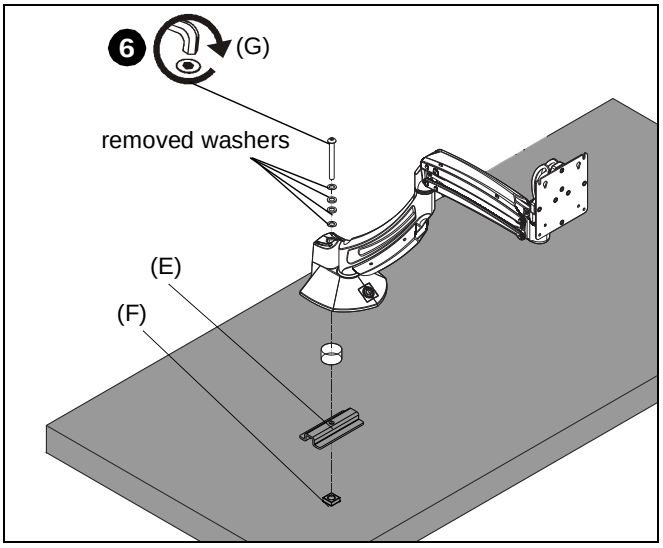

Figure 6
5. Place mount on desk over grommet hole. (See Figure 6)
6. Use 5/16-18 x 6” button head cap screw (G), removed washers, clamp bracket (E) and 5/16-18” square nut (F) to secure mount to desk. (See Figure 6)